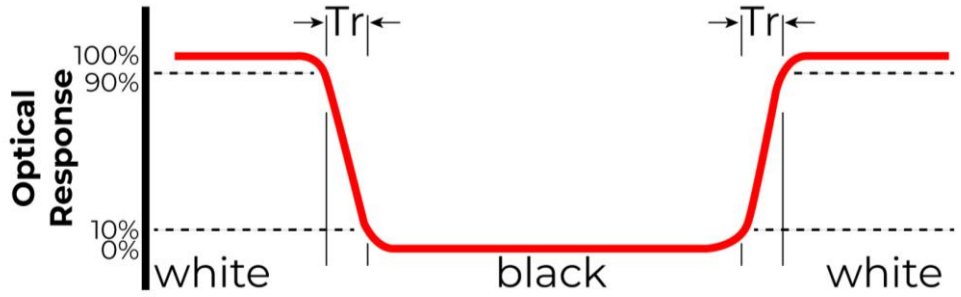

Figure 2. The definition of response time
Note 1. Contrast Ratio (CR) is defined mathematically as below, for more information see Figure 2.
Note 4. Response time is the time required for the display to transition from white to black (Rise Time, Tr) and from black to white (Decay Time, Tf). For additional information see Figure 2. The test equipment is BM-7A.